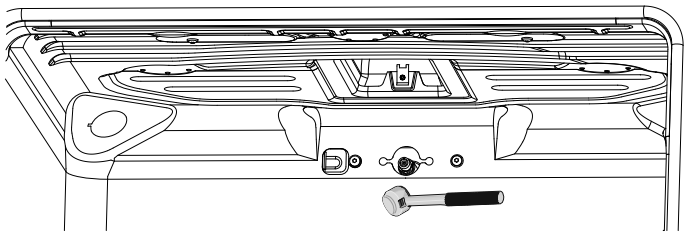

Figura 19
4. Una vez que el acceso a la campana Orfice esté despejado, use una llave de tubo de 1/2 pulgada para retirar la campana (consulte la Figura 19). (Tenga cuidado de no dejar caer las campanas durante la extracción o instalación).